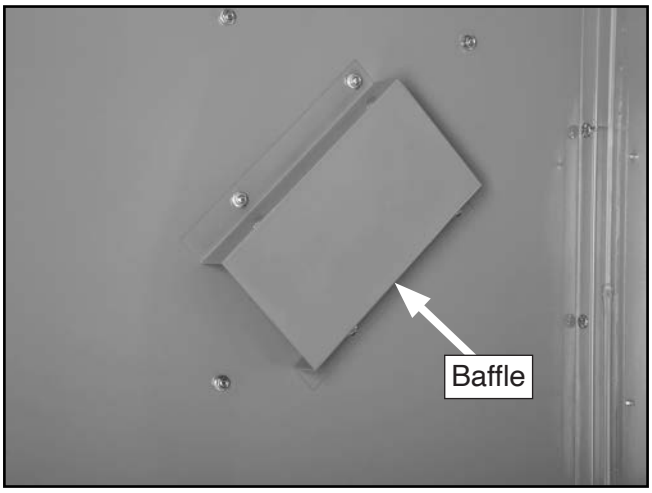

Figure 20. Inside-right baffle.
22. Remove inside-right baffle shown in **Figure 20** from cabinet wall.